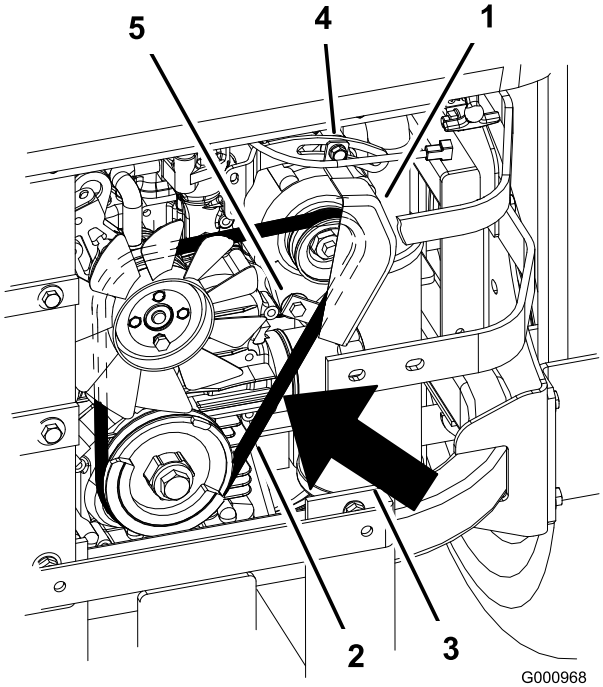

Figuur 68
7. Draai de onderste bout los en verwijder de bovenste bout waarmee de wisselstroomdynamo en de kap vastzitten (Figuur 68).
9. Leg de nieuwe riem rond de poelies en de wisselstroomdynamo (Figuur 68).
14. Draai de onderste bout vast en monteer de bovenste bout waarmee de wisselstroomdynamo en de kap vastzitten (Figuur 68).
2. Beweeg de wisselstroomdynamo naar buiten totdat de riem tussen de motor en de poelies van de wisselstroomdynamo een speling van 7–9 mm heeft als deze wordt ingedrukt met een kracht van 10 kgf (Figuur 68).
5. Als de speling correct is, draait u de onderste en bovenste bout vast (Figuur 68).